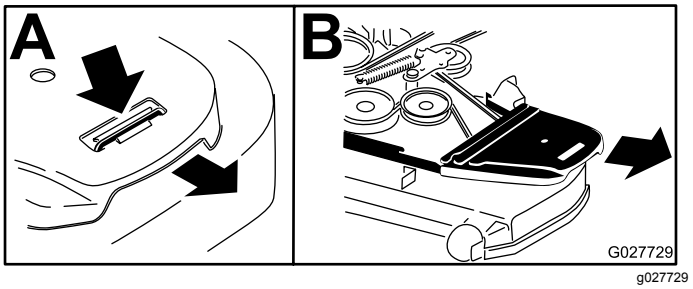

**Figuur 83**
6. Verwijder de aandrijfriemkappen (Figuur 83).